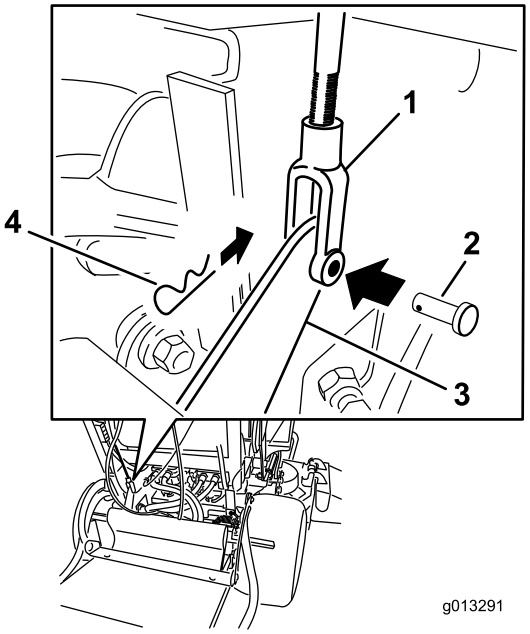

Figur 62
4. For å justere bremsen fjerner du hårnålssplinten og splittpinnen fra den nedre bremsespaken og krysshodet (Figur 62).
7. Fest krysshodet til nedre bremsespake med splittpinne og hårnålssplintpinne (Figur 62).